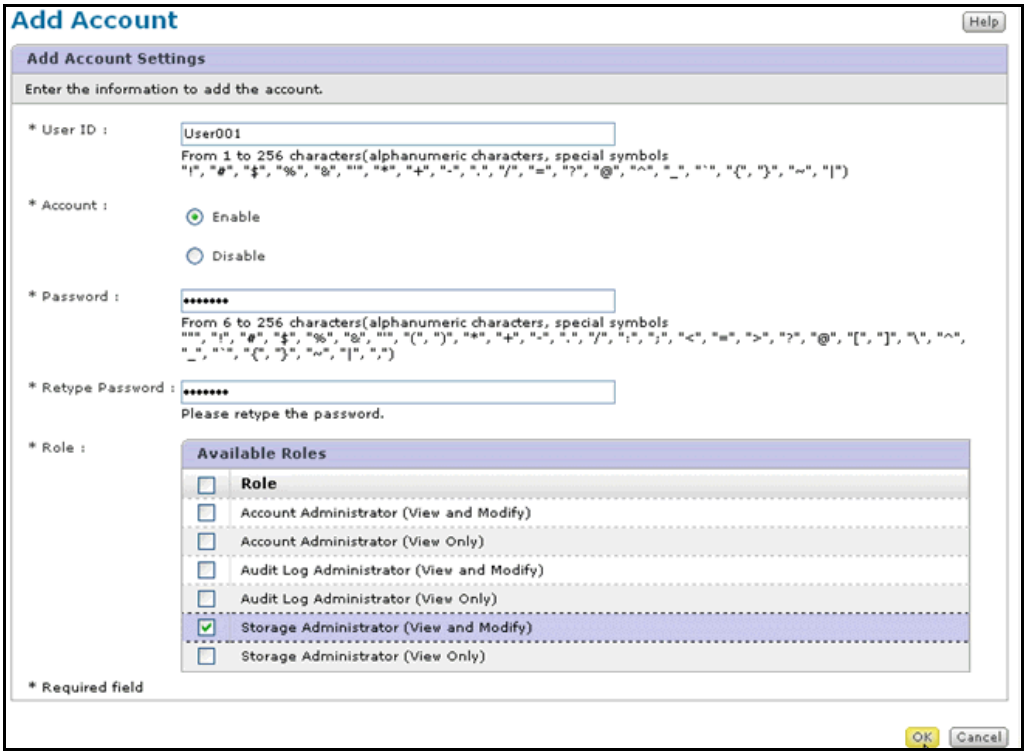

Figure 3-3: Add Account Window
5. Click **Add Account**. The Add Account screen is displayed. See Figure 3-3 on page 3-12.